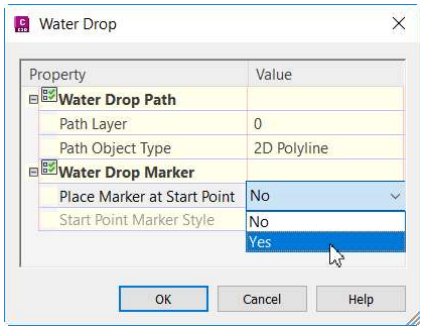

Figure 4-46 *The **Yes** option selected in the **Place Marker at Start Point** drop-down list*
6. In the **Water Drop** dialog box, click in the **Value** field corresponding to the **Place Marker at Start Point** property; a drop-down list is displayed. Select the **Yes** option from the drop-down list, refer to Figure 4-46.